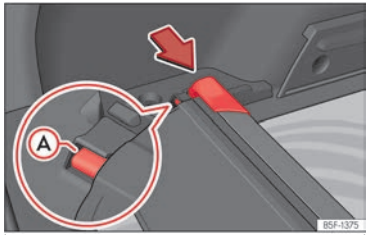

Fig. 195 En el maletero: alojamiento para guardar la bandeja enrollable.
- Presione el cabezal de la bandeja enrollable en el sentido de la flecha hasta encajarlo en el alojamiento previsto para tal uso ››› fig. 195. Asegúrese de que el patín Ⓐ encaja en el alojamiento correspondiente.